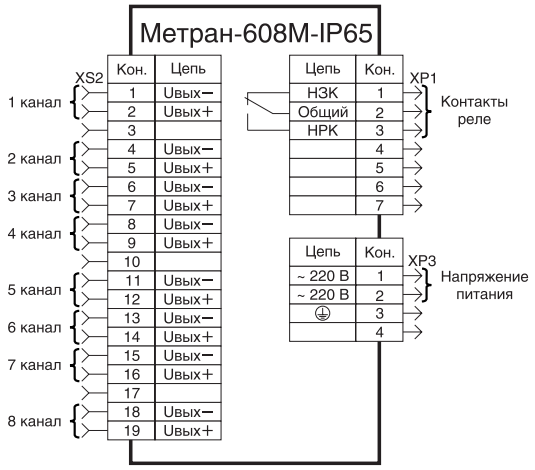

Рис.1. Для IP65.
- для исполнения с IP65: разъемы для подключения сетевого напряжения, для подключения контактов реле аварийной сигнализации к внешним исполнительным устройствам, для подключения датчиков, а также зажим защитного заземления (см.рис.1);